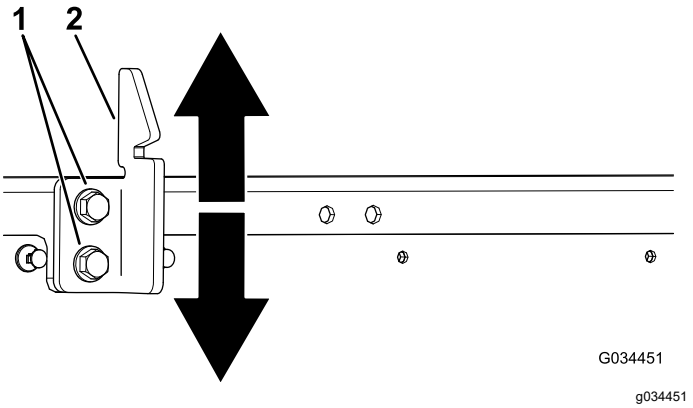

Figura 55
3. Afloje los 2 pernos en el cerradero del cierre de la plataforma y desplácelo hacia arriba o hacia abajo, en función de si está demasiado alto o bajo (Figura 55).
4. Apriete los 2 pernos del cerradero del cierre de la plataforma (Figura 55).